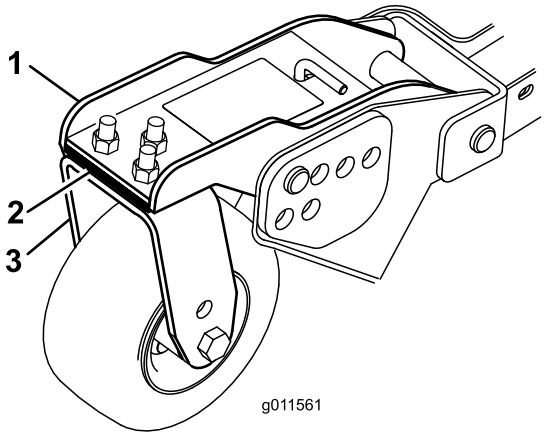

Figuur 78
1. Verwijder de tapschroeven en moeren waarmee de voorste zwenkwielarm is bevestigd aan de zwenkwielvork (Figuur 78).